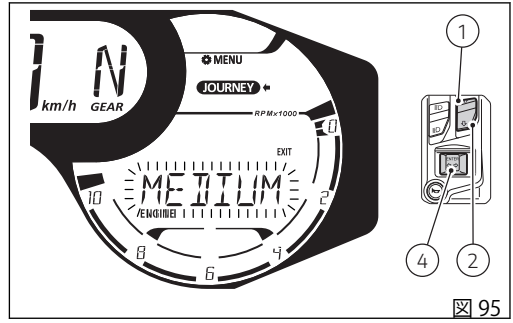

図 95
この機能に入ると、現在設定されているエンジン出力 (“HIGH”、“MEDIUM”、“LOW”) が点滅します (図 95)。ボタン (1) と (2) で、“HIGH”、“MEDIUM”、“LOW” の値と “EXIT” の文字 (枠が点滅) を順番に選択することができます。